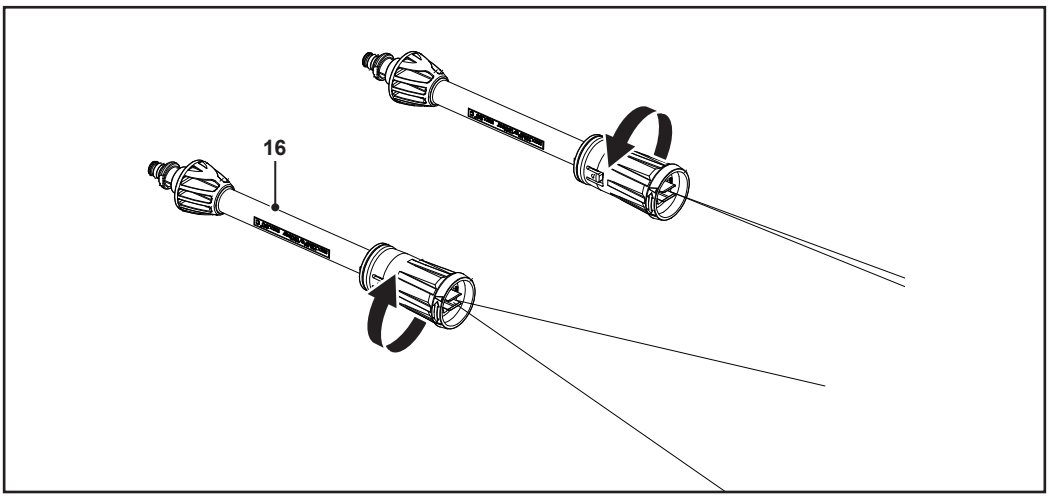

Fig. 10
Gire la boquilla ajustable (16) para cambiar el chorro de pulverización ancha en abanico para superficies grandes a un chorro directo para una limpieza focalizada (Fig. 10).